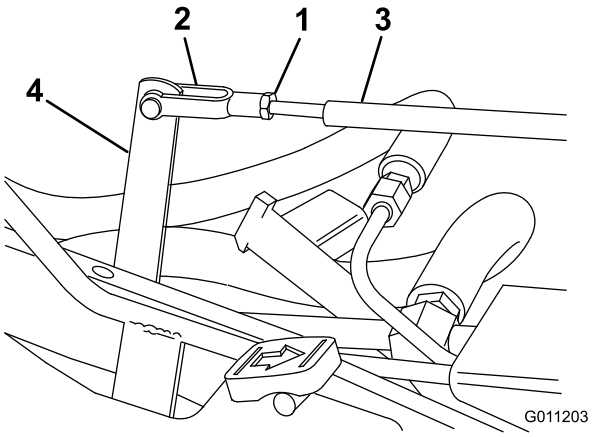

Figur 42
3. Skub justeringsarmen med hånden for at nivellere klippe- og løftepedalen, og juster gaflen på kontrolstangen, indtil hullet i gaflen er ud for justeringsgrebets hul (Figur 42).